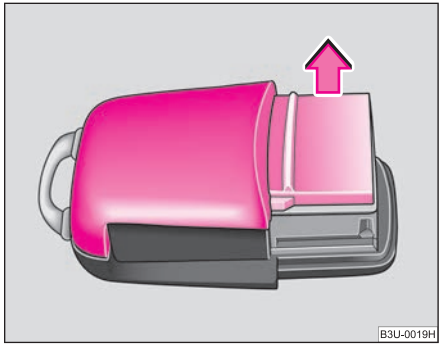

Fig. 21 Cover of the transmitter housing
– Take off the cover of the transmitter housing ⇒ fig. 21 in direction of arrow.